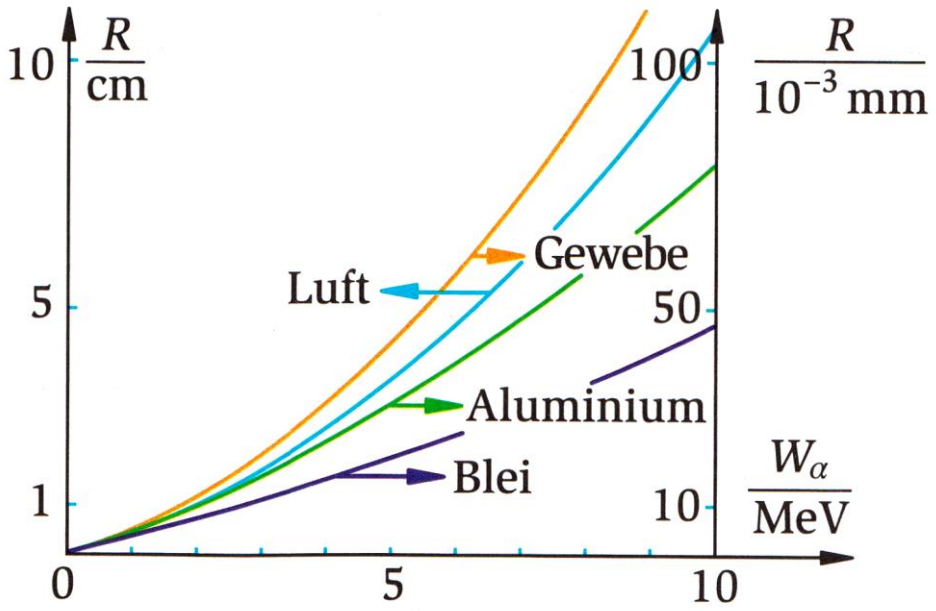

Abb.1: Reichweite von α–Strahlen in verschiedenen Stoffen
d. Ermitteln Sie mit Hilfe der Nuklidkarte die Energie der α-Teilchen von Am-241 und lesen Sie die Reichweite aus dem Diagramm in Abb. 1 ab. Vergleichen Sie beide Ergebnisse miteinander. Diskutieren Sie mögliche Fehlerquellen.